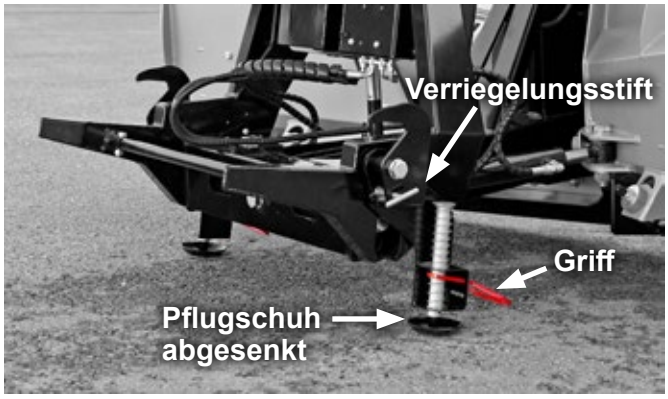

Bild 1
1. Der Pflug muss sicher und fest auf dem Boden stehen, mit abgesenkten Pflugschuhen (Bild 1).